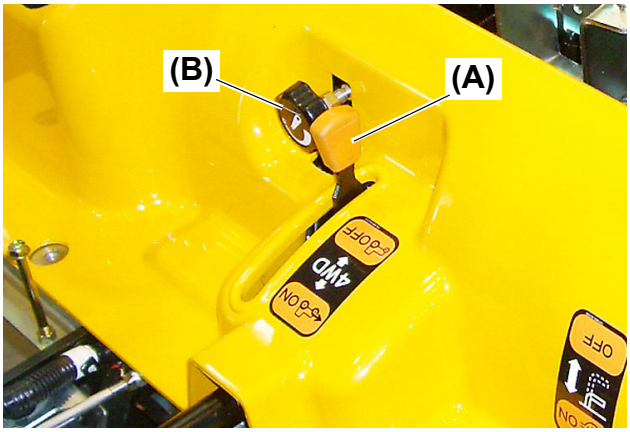

Fig. 7
8. Remove the 4-wheel drive lever yellow knob **(Fig. 7, (A))** from the 4WD lever.
9. Remove the hydraulic flow control / stop knob **(Fig. 7, (B))** from the control valve by loosening the jam nut, then unthreading it from the flow control shaft.